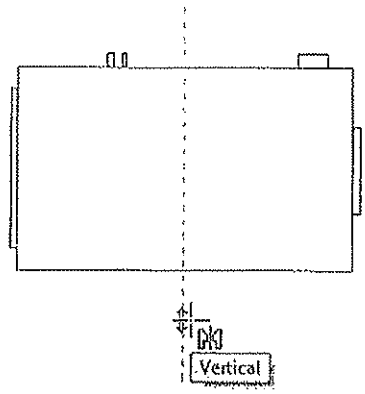

Figure 8–50
8. Draw a vertical axis from the midpoint of the unit as shown in Figure 8–50